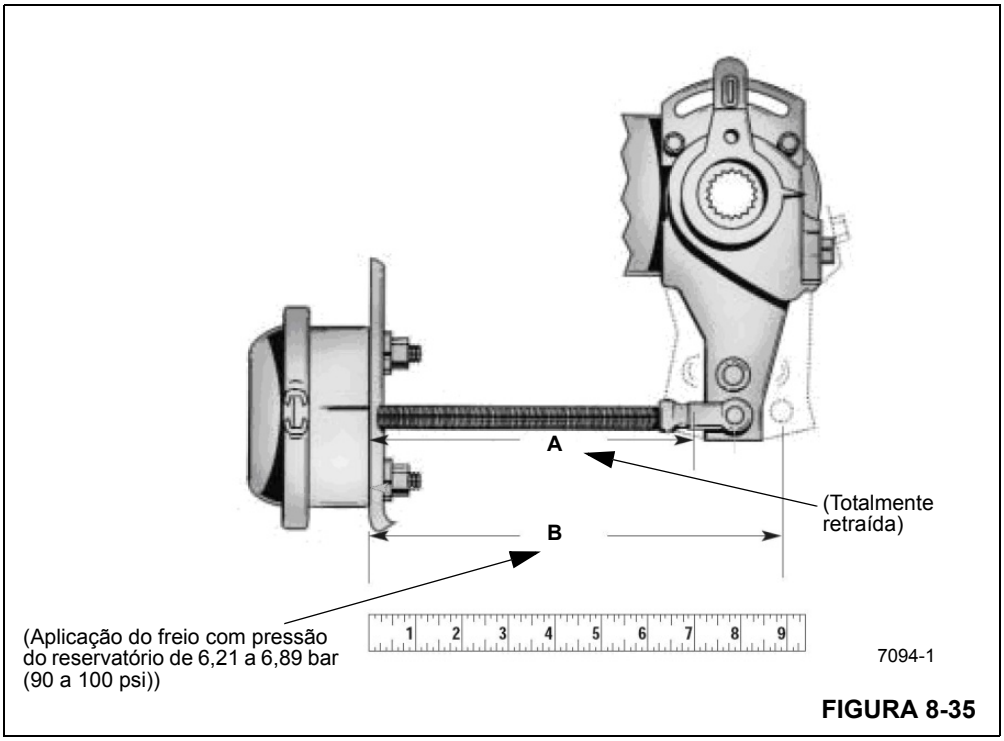

FIGURA 8-35
5. Com os freios de serviço liberados, meça a distância do pino de segurança do ajustador de folga até a face de montagem da câmara de cada freio. Consulte a Dimensão "A" (Figura 8-35).
6. Iniciando com uma pressão do tanque de ar dos sistemas primário e secundário de 6,21 a 6,89 bar (90 a 100 psi), aplique totalmente os freios de serviço e mantenha-os aplicados. Não bombeie os freios. Meça a distância entre os mesmos pontos como feito na etapa 5 em cada freio. Essa é a Dimensão "B" na (Figura 8-35).
7. Subtraia a Dimensão “A” da Dimensão “B” para cada posição do freio (Figura 8-35). Este valor não pode ser maior que 5 cm (2 pol.) nos freios dianteiros ou que 6,3 cm (2.5 pol.) nos freios traseiros.